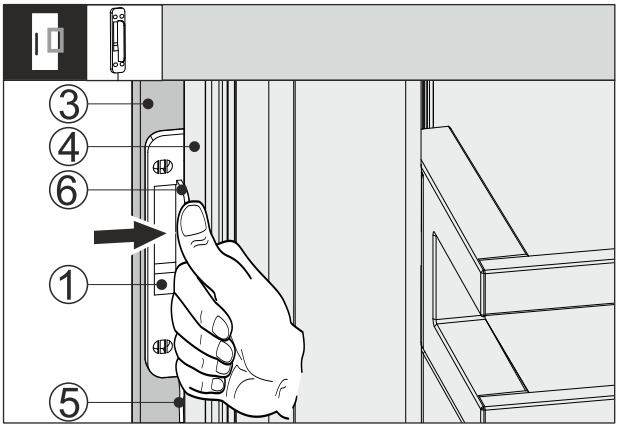

Fig. 66
▶ Push the knocking sensor *Fig. 66 (1)* between the cabinet front *Fig. 66 (3)* and appliance door *Fig. 66 (4)* so that the cable *Fig. 66 (5)* is slightly tensioned. The stop *Fig. 66 (6)* of the knocking sensor is touching the appliance door *Fig. 66 (4)*.
▶ Press the knocking sensor *Fig. 66 (1)* onto the cabinet front *Fig. 66 (3)*.
▷ Knocking sensor *Fig. 66 (1)* is glued on. Gluing the knocking sensor on optimizes the transmission of the knocking signal.
A permanent attachment of the knocking sensor *Fig. 66 (1)* increases the service life.
▶ Screw the knocking sensor *Fig. 66 (1)* onto the cabinet front using the supplied screws *Fig. 66 (3)*.